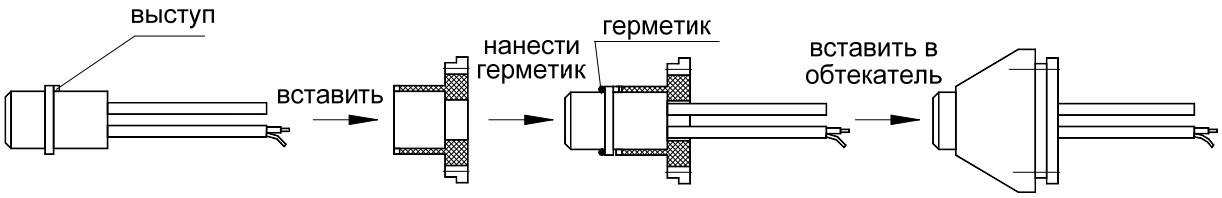

Рисунок 21
– Вставить новую капсулу в фиксатор так, чтобы ее разделительная линия была параллельна длинной стороне обтекателя. Нанести на ободок капсулы силиконовый герметик. Закрыть капсулу обтекателем (рисунок 21).